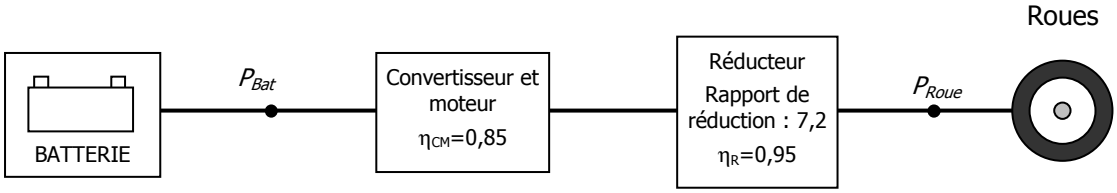

Figure 2 : architecture véhicule électrique
L'étude porte sur le véhicule électrique dont l'architecture est présentée sur la Figure 2.
- Rendements (voir Figure 2) ;